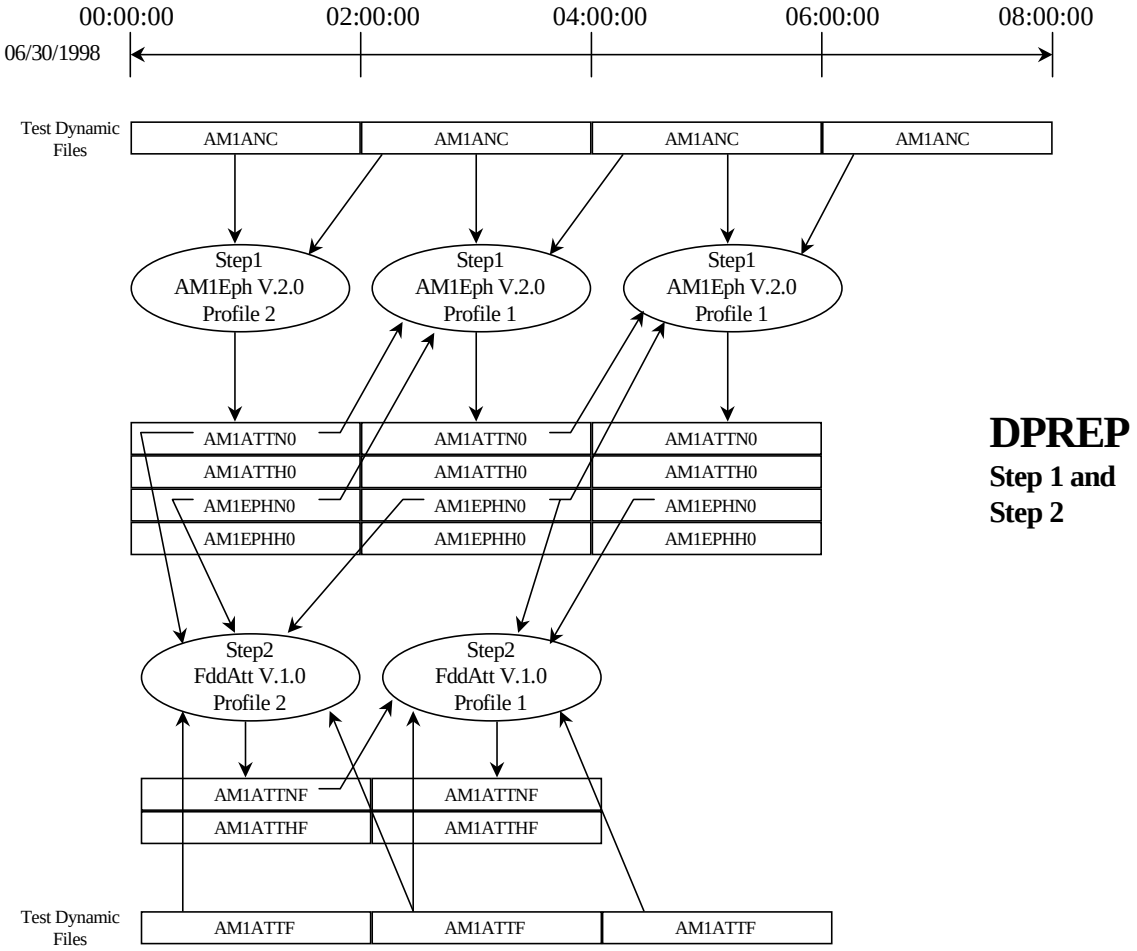

Figure 11.17.1-1. DPREP File Processes
- The input files come from INGEST. These files are depicted in two of the three step DPREP process in **Figure 11.17.1-1.** DPREP Step 3 will be available with Drop 5A.
The Level Zero datasets are received in 2 hour chunks. The file processes in Figure 11.17.1-1 depicts the minimal time span allowable for a DPREP run. In a normal operation of DPREP, a twenty four hour time span would be prepared for. This would require additional 2 hour chunks and thus additional files of data would need to be registered. Before the registration process can take place a number of files will have to be updated to process a block of data for a particular time period. Therefore, DPREP input files will have to be identified and various templates for the SSI&T process will require annotation.